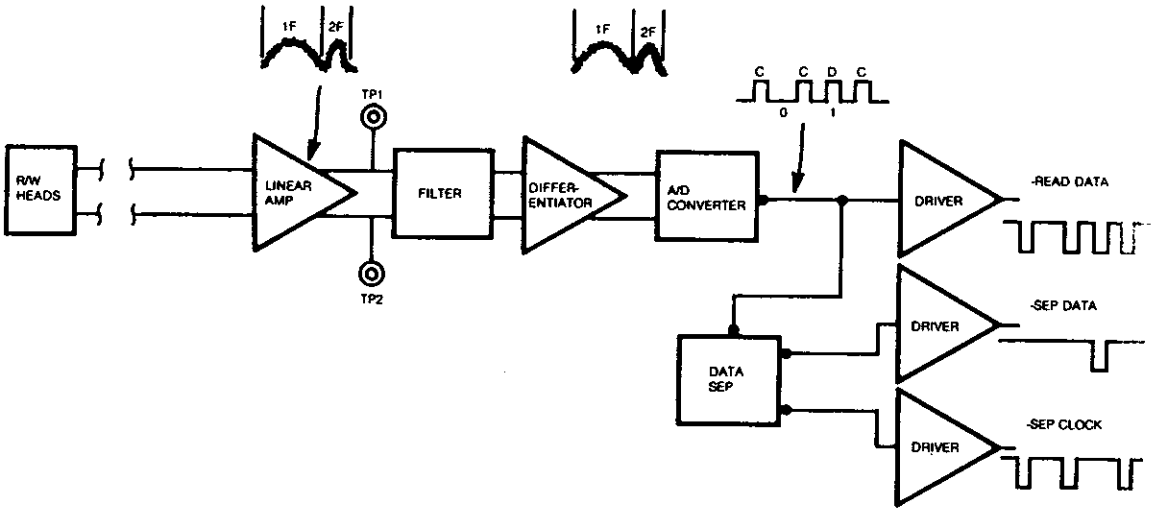

FIGURE 33. READ CIRCUIT FUNCTIONAL DIAGRAM
1.7.0 READ CIRCUIT OPERATION (FIGURE 33)